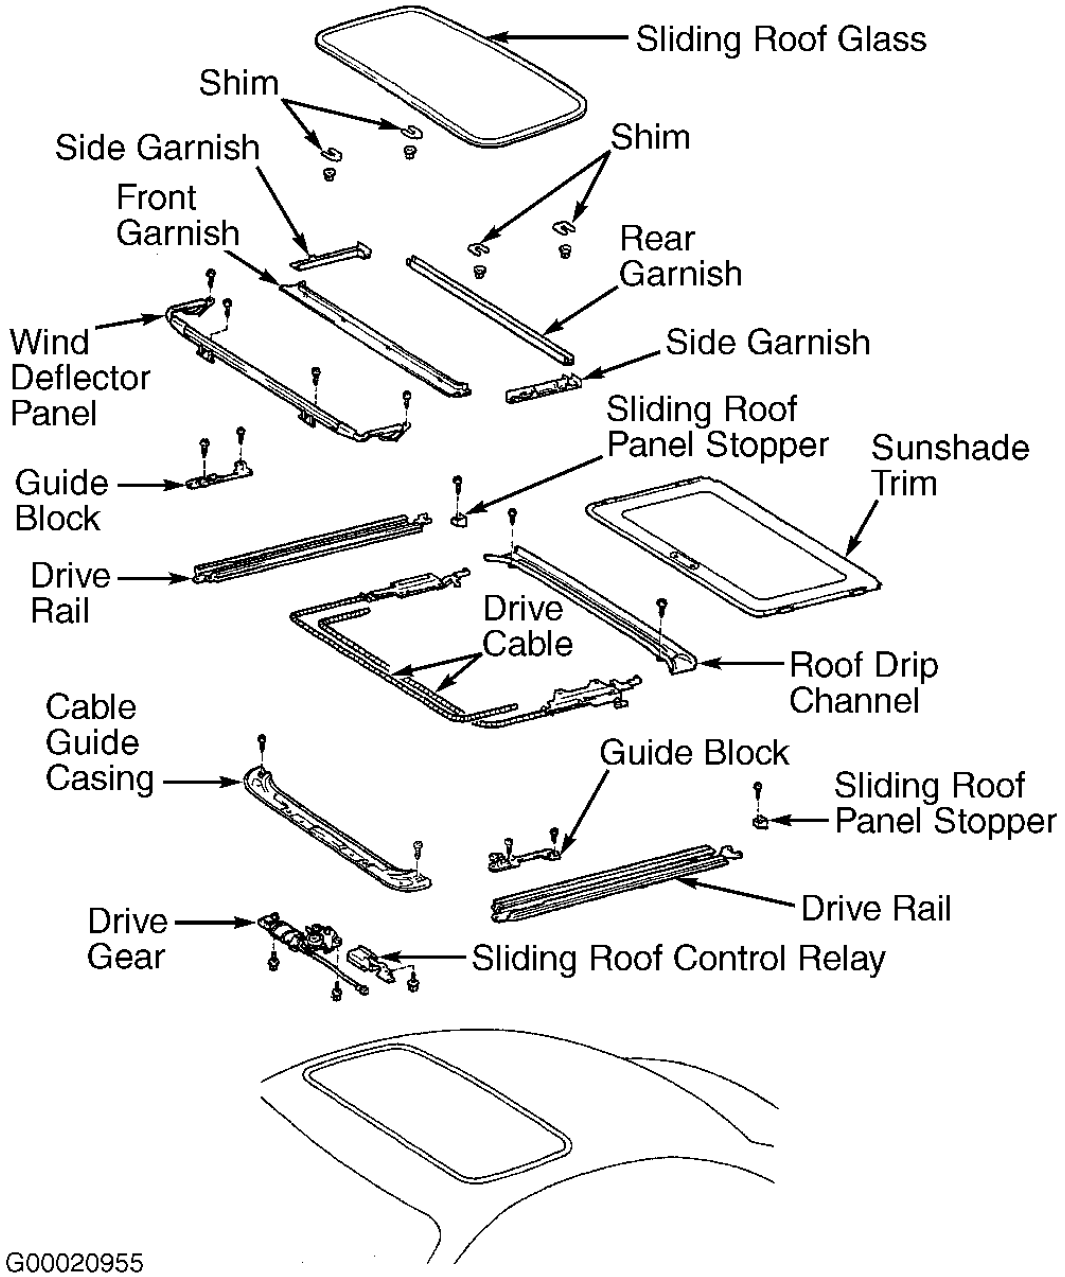

Fig. 44: Exploded View Of Sun Roof Assembly (1999 Celica)
4. Remove sun roof glass mounting nuts and shims. See **Fig. 44** . Record number and location of shims. Pull